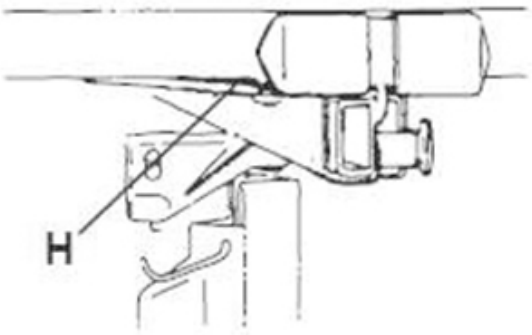

FIG. 7
- Inserire le aste telescopiche orizzontali nel supporto principale precedentemente installato (Fig.7). Notare che le aste telescopiche orizzontale sono intercambiabili.